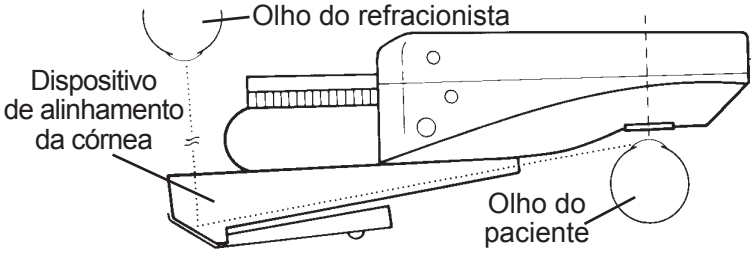

Figura OC-1 Dispositivo de alinhamento da córnea
8. No Phoroptor, esta condição é obtida quando a configuração em zero da visão no Dispositivo de alinhamento da córnea estiver alinhada com o ápice da córnea. Consulte a Figura OC-1.